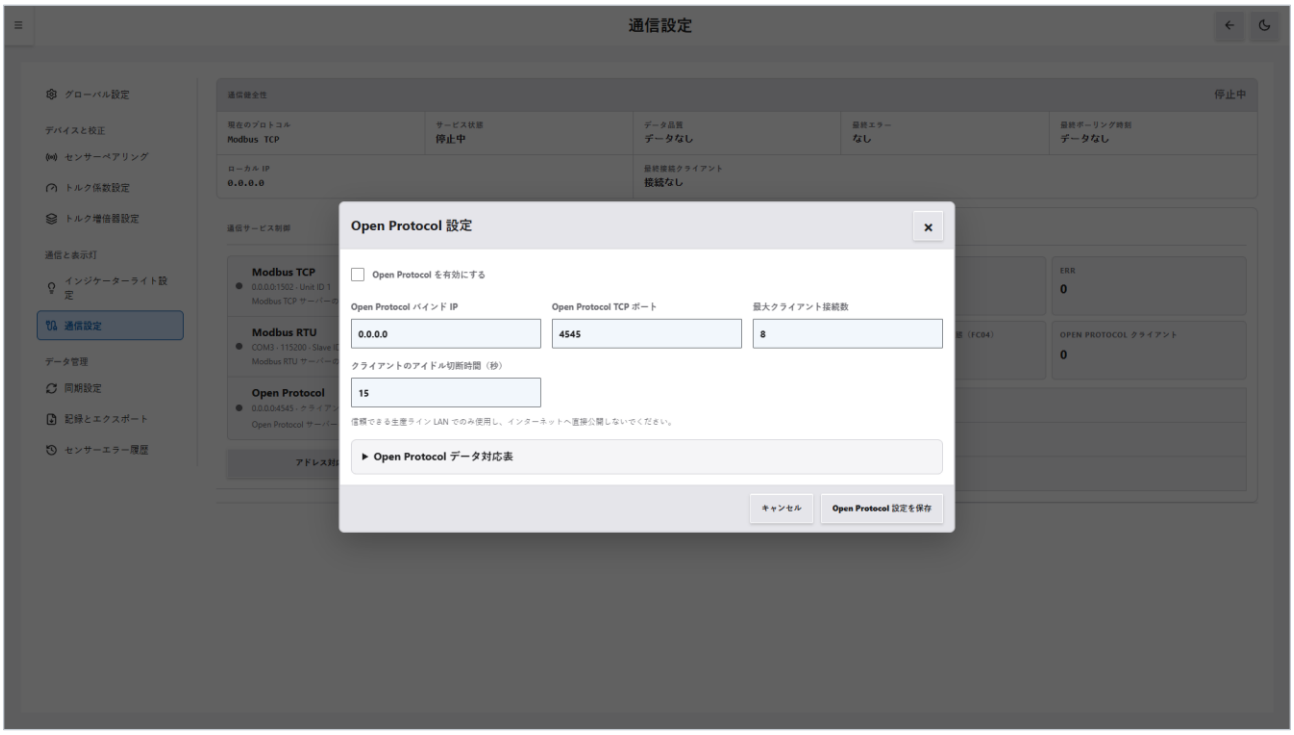

図 13-4　Open Protocol 設定ウィンドウ
2. 「通信設定」で、「Open Protocol」行の右側にある ⚙ をクリックします。「Open Protocol 設定」ウィンドウが開きます（図 13-4 を参照）。